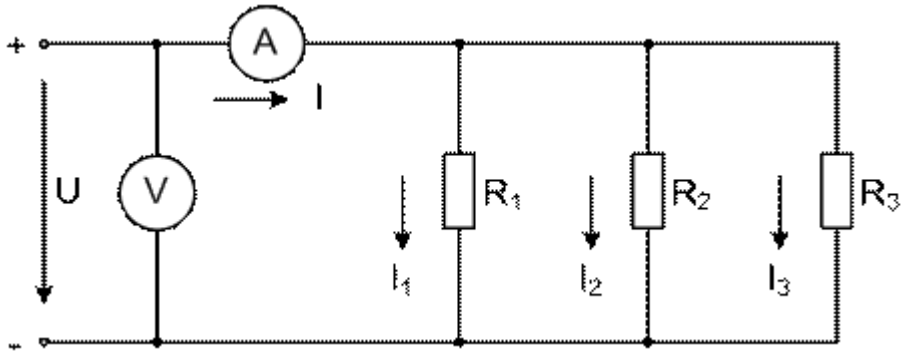

Рис. 2.3. Схема разветвленной цепи при параллельном соединении сопротивлений
2. Собрать схему (рис. 2.3). Измерить напряжение и общий ток. Зная из предыдущего опыта значения сопротивлений $R_1$, $R_2$ и $R_3$, определить проводимости ветвей, токи в каждой ветви и мощность на каждом участке цепи. Результаты измерений и вычислений занести во вторую строку табл. 2.1. Убедиться, что $I = I_1 + I_2 + I_3$, $G = G_1 + G_2 + G_3$, $P = P_1 + P_2 + P_3$.
| Параллельное (рис. 2.3) | | | | | | | | | | | | | | | | |